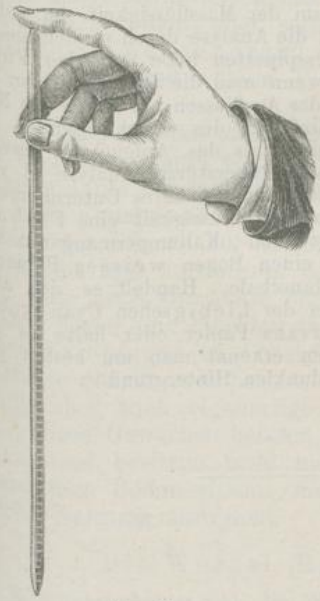

Fig. 81.
2. Messpipetten (Fig. 81), gläserne, beiderends offene und gleichweite Röhren, welche in *ccm* eingeteilt sind. Man gebraucht sie zum nämlichen Zwecke, wie die Büretten, in der Weise, dass man sie durch Ansaugen mit der Massflüssigkeit anfüllt und darauf die obere Öffnung mit dem (befeuchteten) Zeigefinger der rechten Hand fest verschliesst; durch schwaches Lüften des Fingers wird die Flüssigkeit bald im Strahle, bald tropfenweise zum Abfliessen gebracht.